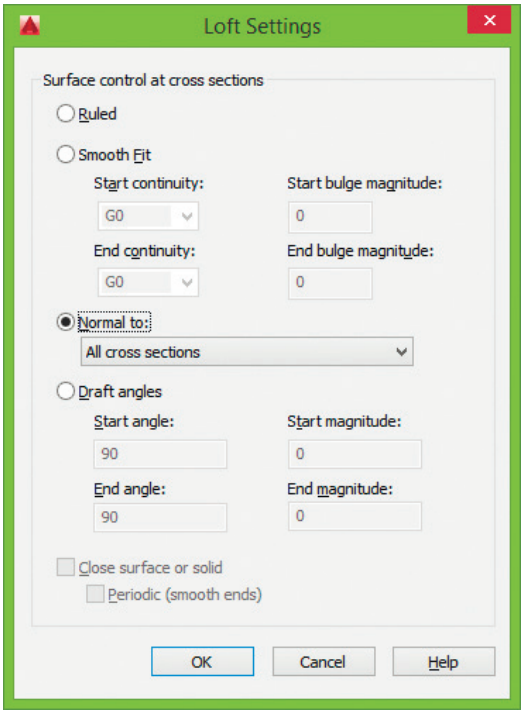

Рис. 17.10. Диалоговое окно управления параметрами поверхности, создаваемой по сечениям
- `Settings` – загрузка диалогового окна управления параметрами создаваемой поверхности **Loft Settings** (рис. 17.10):